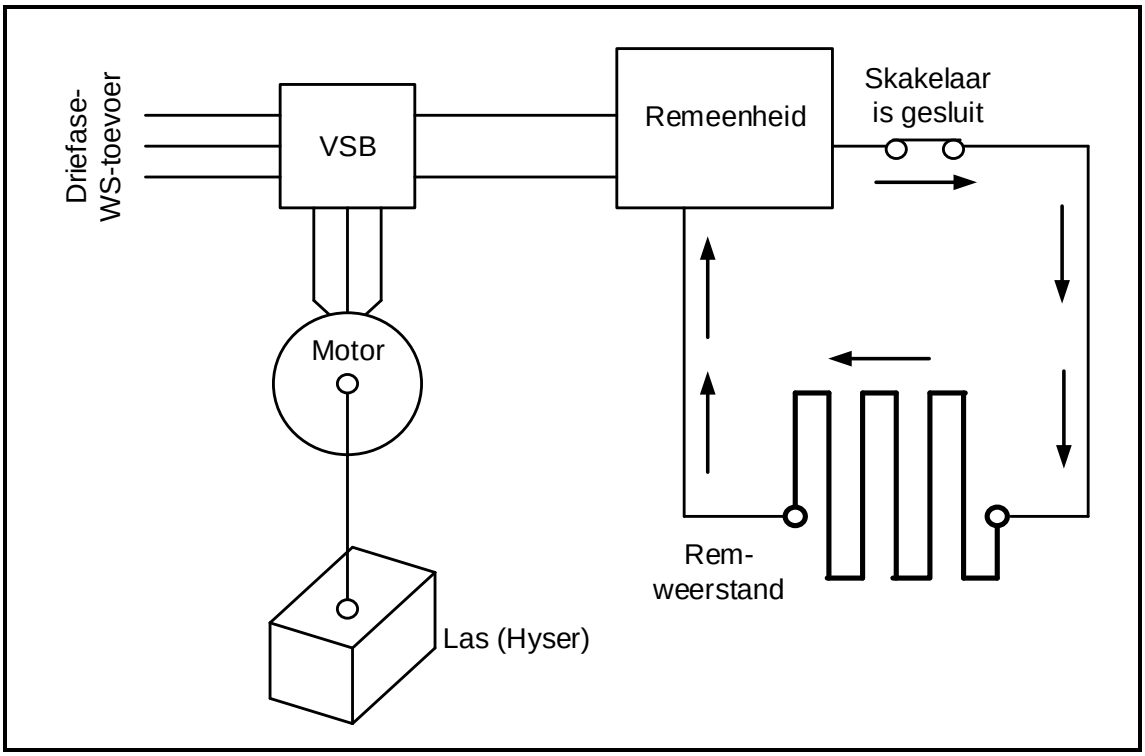

FIGUUR 6.14
6.14 Verwys na FIGUUR 6.14 hieronder en beantwoord die vrae wat volg.
6.14.1 Identifiseer FIGUUR 6.14. (1)